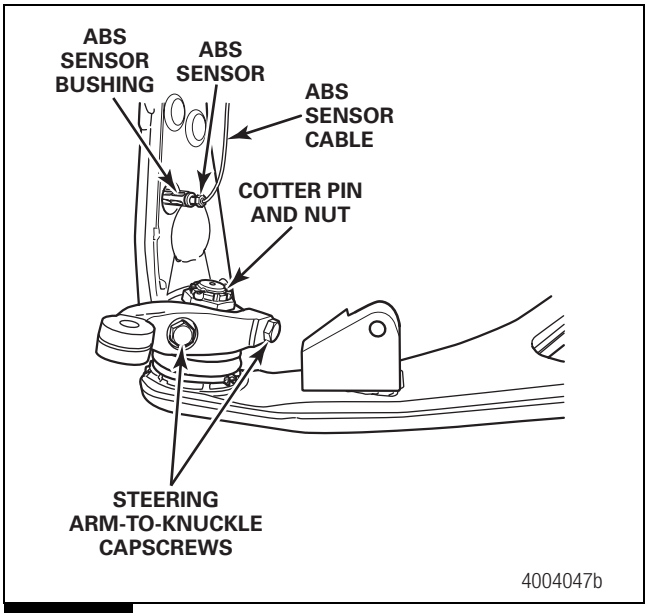

Figure 7.11
2. Install the nut that secures the knuckle to the lower control arm ball joint. Tighten the nut to 922-959 lb-ft (1250-1300 N•m). Continue to tighten the nut to align the nut slot with the cotter pin hole. Do not back off the nut to align the nut slot with the cotter pin hole. Install the cotter pin into the nut. Figure 7.11.
4. Position the steering arm onto the knuckle. Apply Loctite® 242 threadlocker, Meritor specification 2297-W-5431, to the two capscrews. Install the two capscrews that secure the steering arm to the knuckle. Tighten the capscrews to 406-428 lb-ft (550-580 N•m). Figure 7.11.
5. Install the ABS sensor bushing and ABS sensor into the knuckle using the procedure in technical bulletin TP-02102, Installation Instructions for Meritor WABCO Wheel Speed Sensor Replacement Kit. For service instructions for ABS braking systems, refer to Maintenance Manual 28, Anti-Lock Braking Systems (ABS) for Trucks, Tractors and Buses, For C Version ECUs; and Maintenance Manual 30, Anti-Lock Braking Systems (ABS) for Trucks, Tractors and Buses, For D Version ECUs. To obtain these publications, refer to the Service Notes page on the front inside cover of this manual. Figure 7.11.